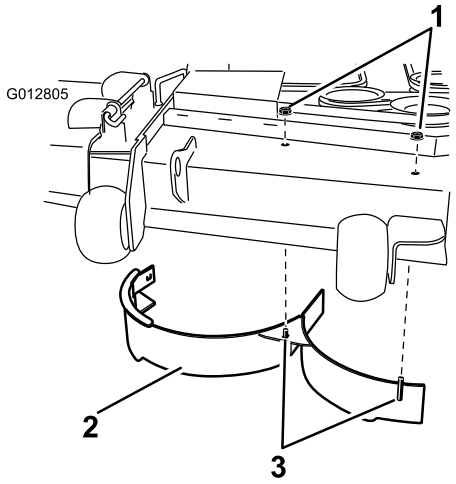

Figure 2
8. Montez le déflecteur droit sur le plateau comme illustré à la Figure 2. Utilisez deux contre-écrous (5/16 pouce) pour fixer les montants soudés du déflecteur droit sur le dessus du plateau de coupe, au centre et à droite du centre. Serrez les fixations à la main.